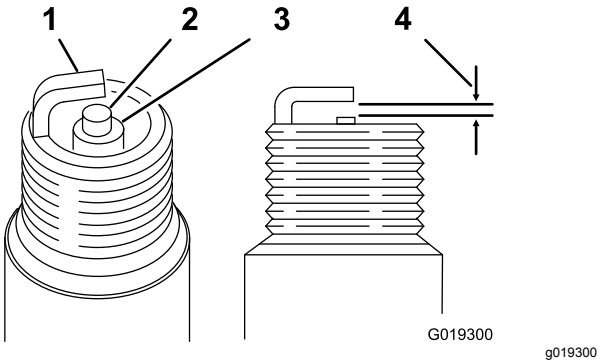

Figur 34
3. Indstil gnistgabet til 0,6 til 0,7 mm som vist i (Figur 34). Monter tændrøret med det korrekte gnistgab, og spænd det til 23 N·m.